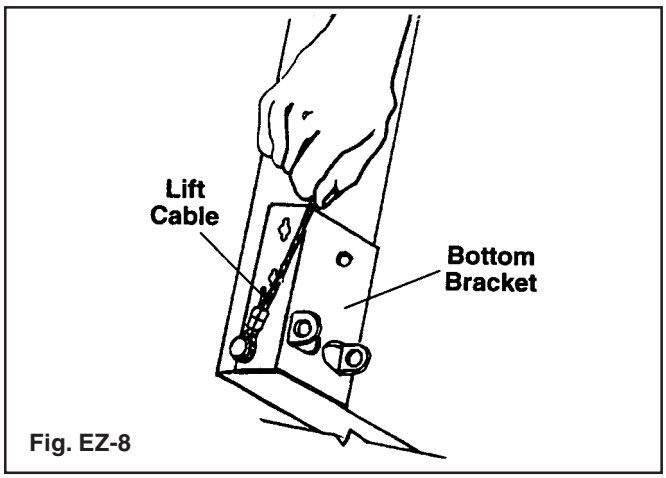

Fig. EZ-8
**Step 7:** Run looped end of lift cable down the side of the door between the door and track brackets. Attach loop of lift cable to the button on the bottom bracket of the door. (FIG. EZ-8)